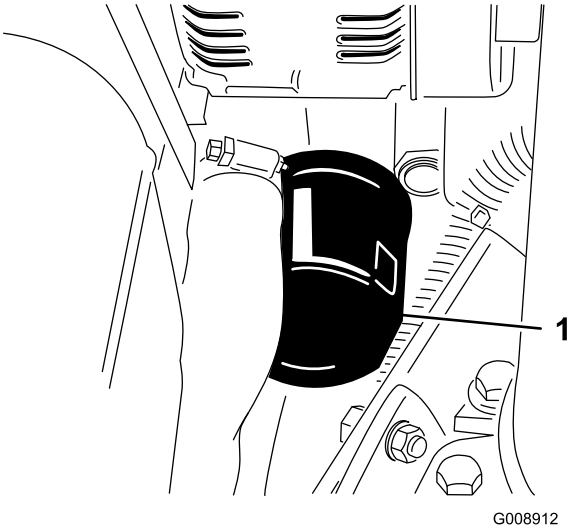

Figuur 50
3. Verwijder het oliefilter (Figuur 50).